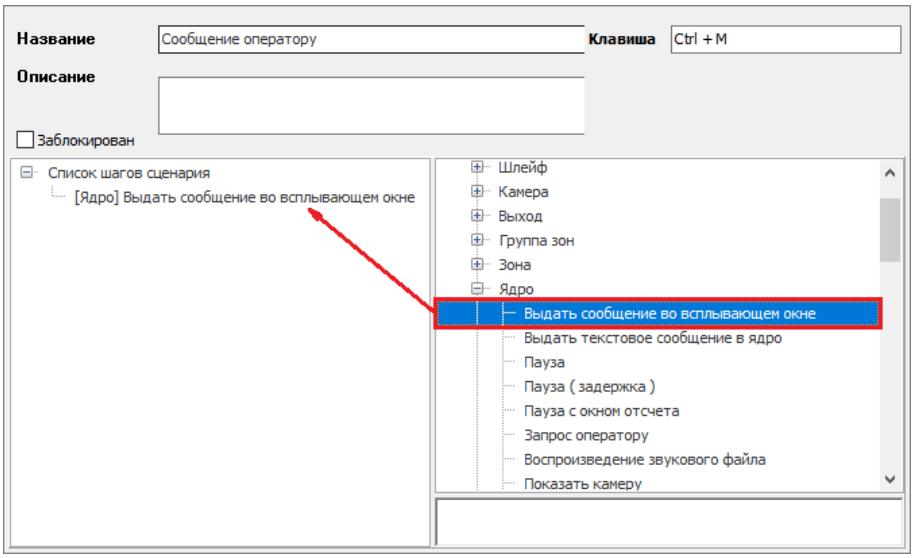

Рисунок 6-589 Добавление шага сценария в список шагов сценария
- дважды кликните левой клавишей мыши в списке возможных сценариев на шаг сценария, который необходимо добавить с список шагов сценария (см. Рисунок 6-589). Соответствующий шаг сценария будет добавлен на последнюю позицию списка шагов сценария;